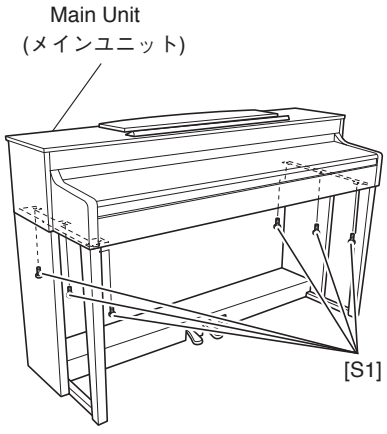

Fig.14（図 14）
20-4 Remove the six (6) screws marked [S1]. (Fig.14)
20-4 [S1] のネジ 6 本を外します。(図 14)